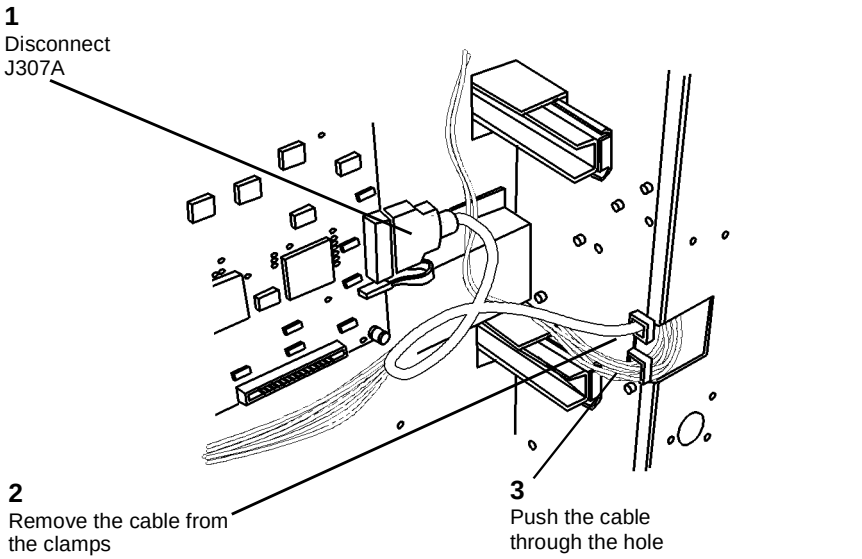

**Figure 3 Disconnecting the video cable**
9. (Figure 3): Disconnect the Video Cable Connector J307A from the Main PWB and push the connector through the hole in the frame.